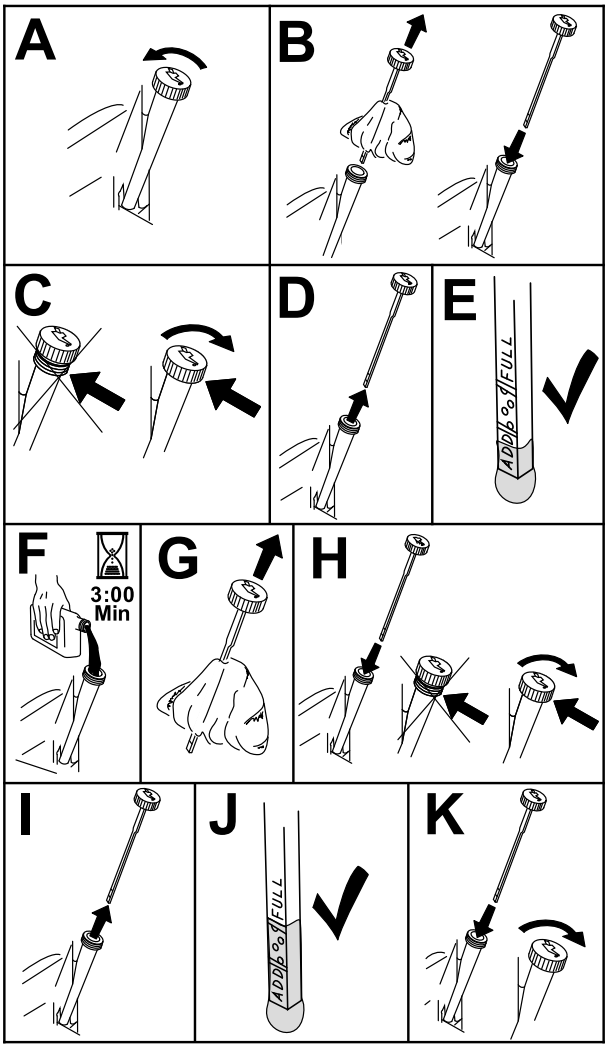

Figur 46
3. For å holde smuss, gress osv. ute av motoren, rengjør området rundt oljelokket og peilestaven før den fjernes (Figur 46).